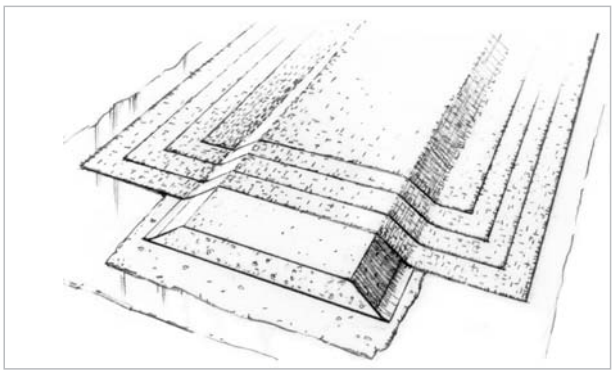

Figure 3-6 *End-grained balsa or high-density foam core material is useful for reinforcing large panel areas.*
3. Prepare the core material and fabric. Cut the core material to size. Round the corners and bevel the edges of the core material to reduce stress concentrations. Cut four or five pieces of fiberglass cloth, each piece an inch or two shorter on each side than the one before. The smallest piece of fabric should overlap the core material by 2" (5cm) on each side *(Figure 3-6)*.